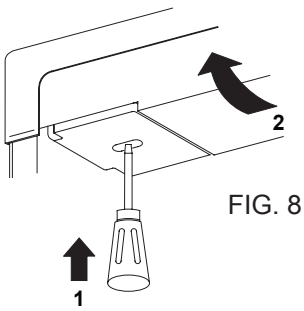

FIG. 8
b) Carefully tilt the top decoration panel and lift up to remove from top frame, see fig. 8.